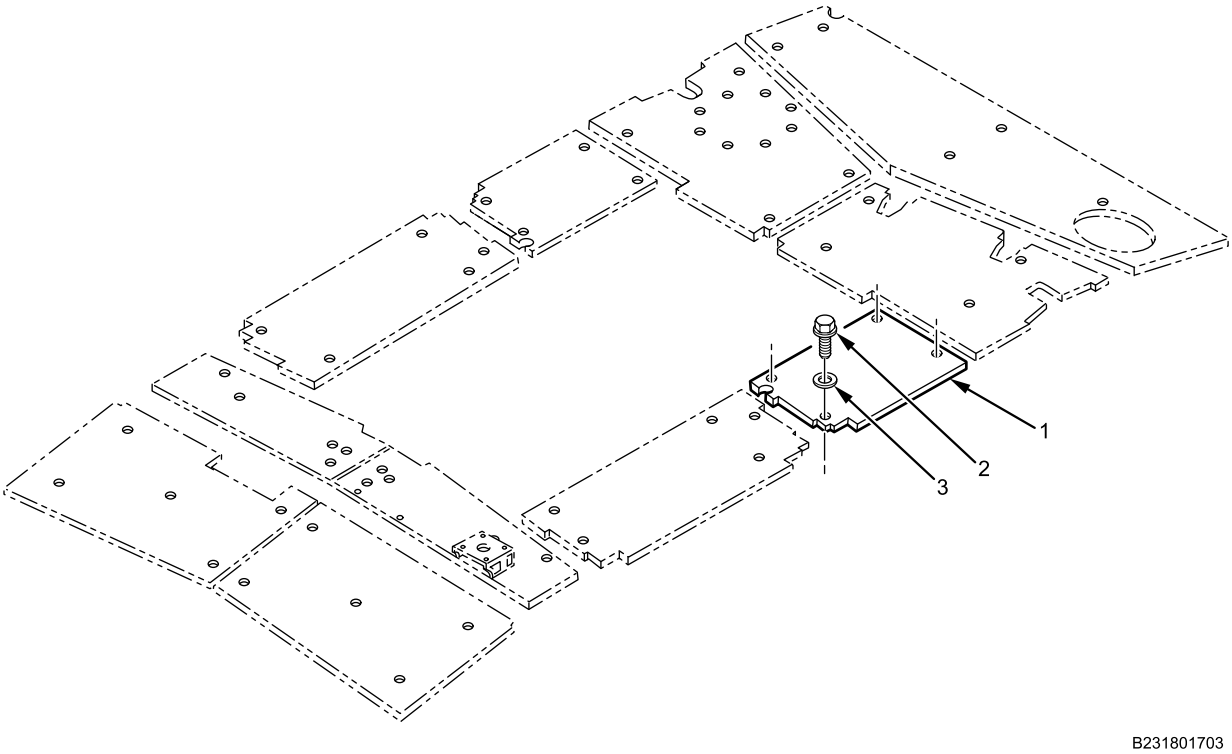

Figure 2. Roof Armor Middle Rear Panel.
1. Apply corrosion preventive compound on bolts (Figure 2, Item 2)
2. With assistant, install middle rear roof armor panel (Figure 2, Item 1) with four bolts (Figure 2, Item 2) and washers (Figure 2, Item 3). Torque bolts (Figure 2, Item 2) to 34-38 lb-ft (46-51 N•m).